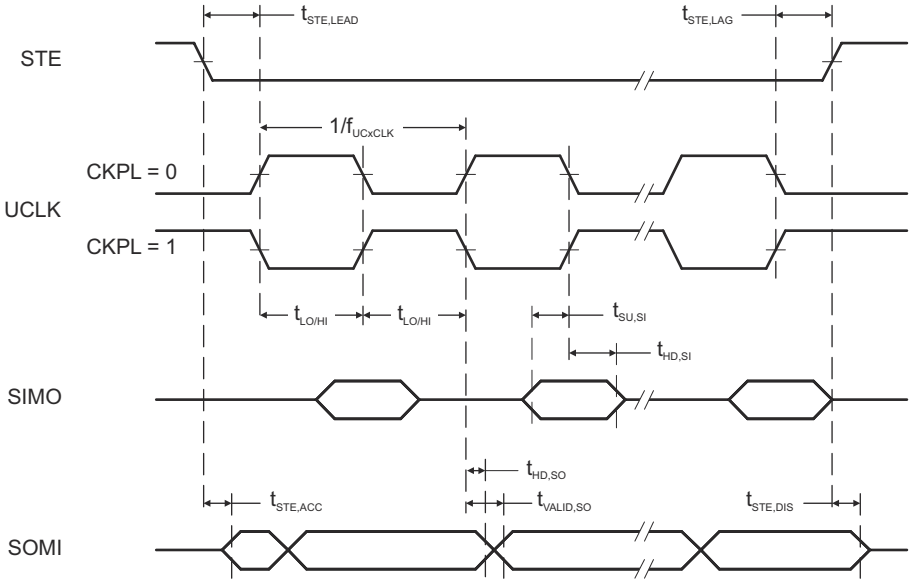
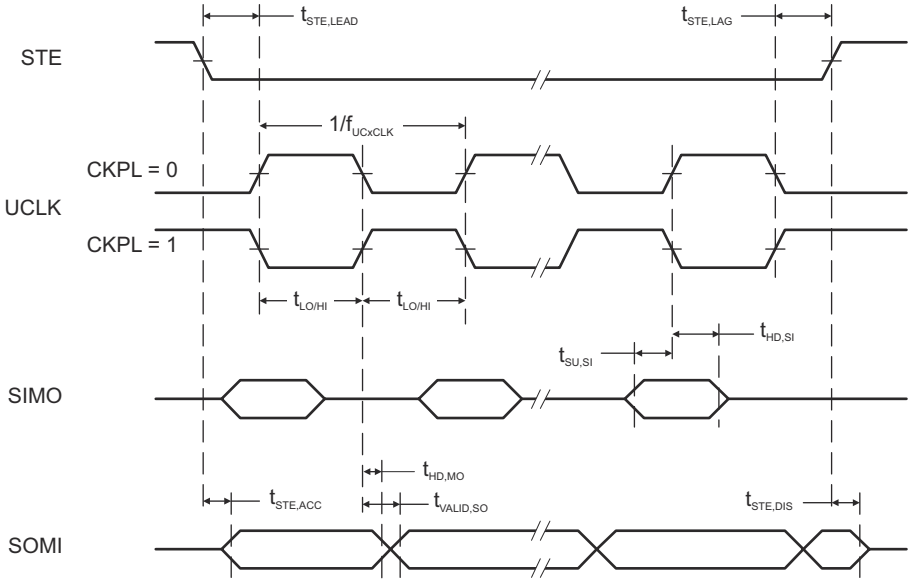

図 8-13. SPI Slave Mode, CKPH = 0
図 8-14. SPI Slave Mode, CKPH = 1
(see 図 8-13 and 図 8-14)
(2) Specifies the time to drive the next valid data to the SOMI output after the output changing UCLK clock edge. See the timing diagrams in 図 8-13 and 図 8-14.
(3) Specifies how long data on the SOMI output is valid after the output changing UCLK clock edge. See the timing diagrams in 図 8-13 and 図 8-14.